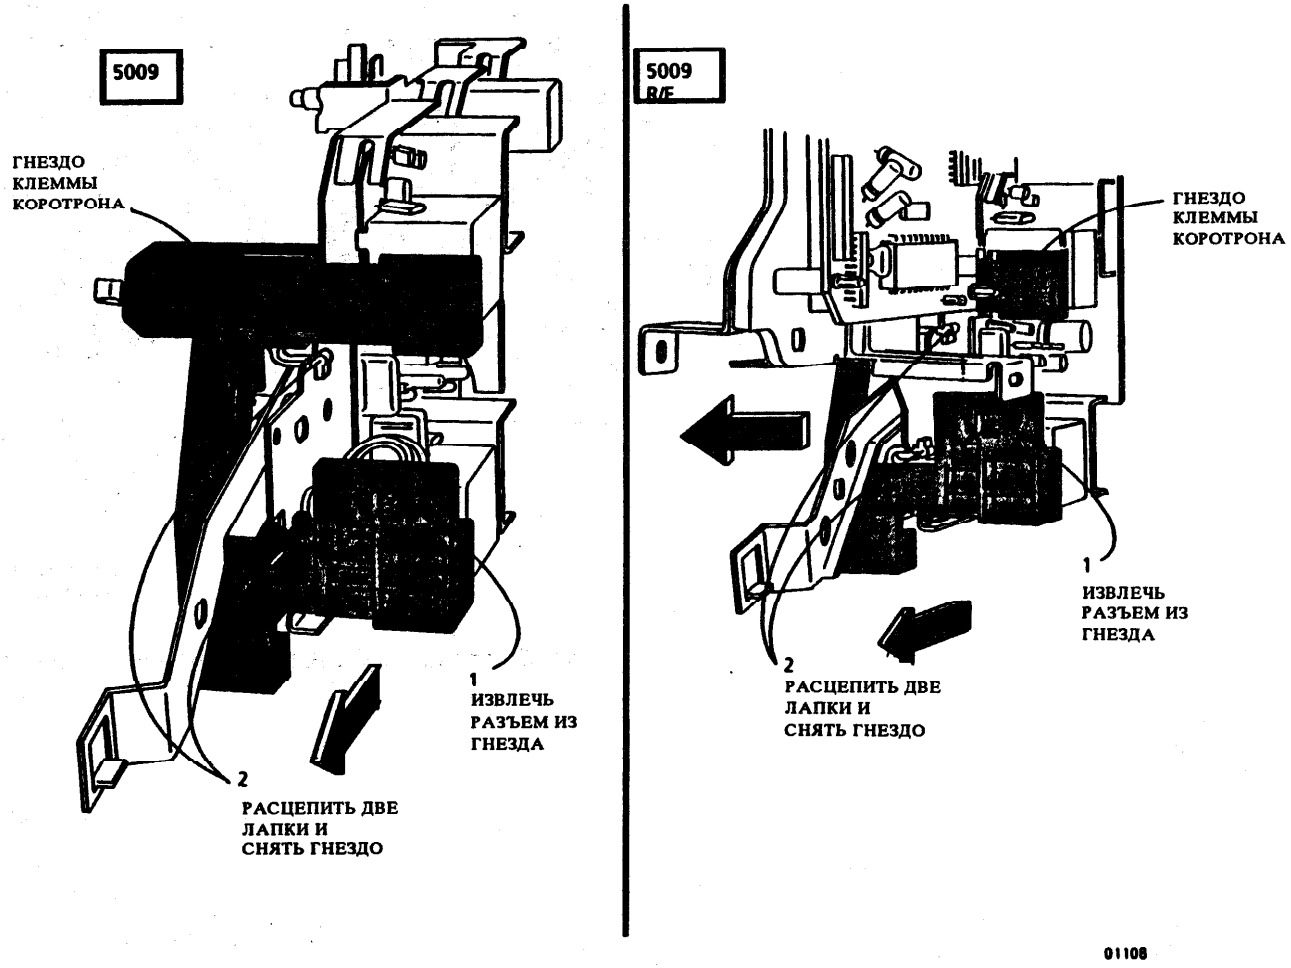

Рис. 4. Снятие гнезда коротрона
6. (Рис. 4): снять гнездо коротрона.